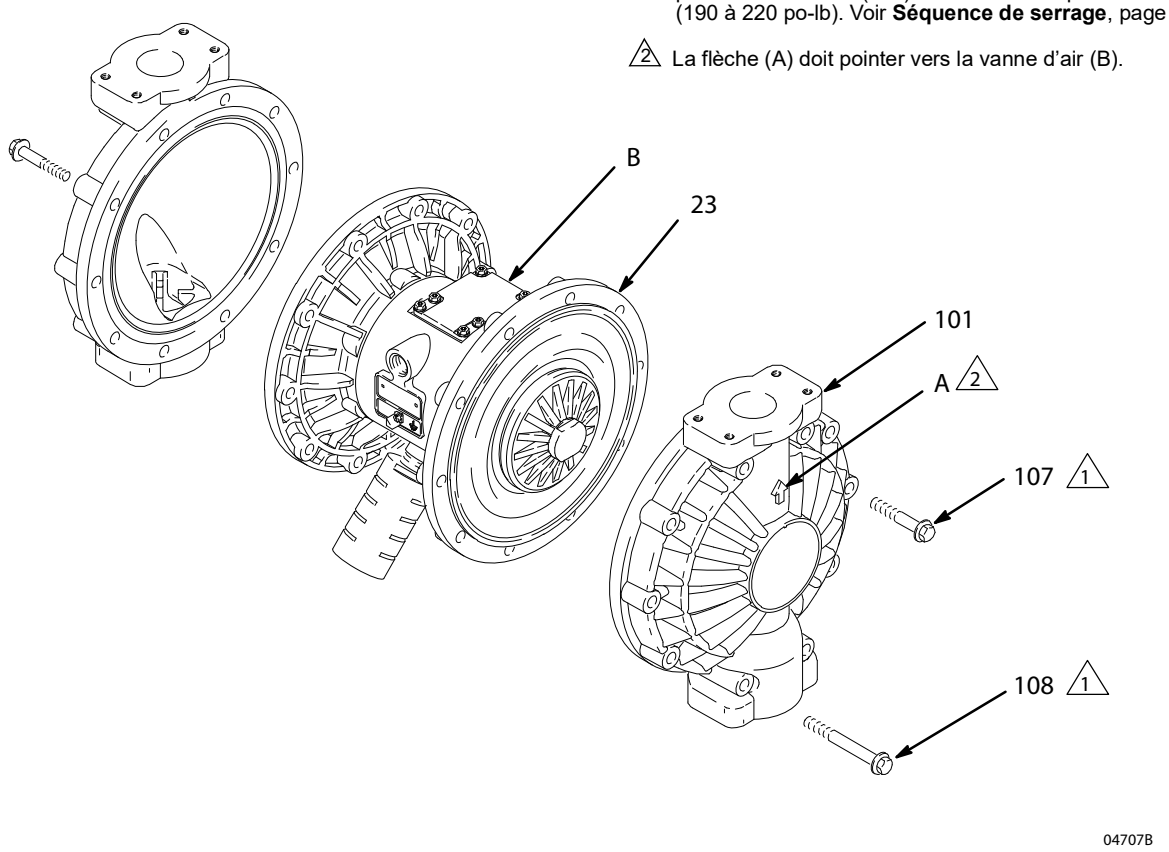

Fig. 12.
3. Avec une clé à douille de 13 mm, déposer les vis (107 et 108) qui attachent les couvercles de produit (101) sur les couvercles d'air (23). Enlever les couvercles de produit (101) de la pompe en tirant dessus. Voir FIG. 12.
4. Enduire le filetage des plaques côté produit (105) de Loctite® moyenne force (bleu) ou d'un produit équivalent. Tenir un des plateaux extérieurs (105) avec une clé et serrer l'autre plateau extérieur à un couple de serrage de 27 à 34 N•m (20 à 25 pi-lb) à maximum 100 trs/min. Ne pas dépasser les couples de serrage prescrits.
5. Aligner les couvercles de produit (101) et le corps central (1), de sorte que les flèches sur les couvercles pointent dans la même direction que la vanne d'air (B). Serrer les vis (107 et 108) des couvercles à la main. Mettre les vis les plus longues (108) dans les trous en haut et en bas des couvercles. Voir FIG. 12.
6. Avec une clé à douille de 13 mm, serrer d'abord les vis les plus longues (108) à l'opposé et de manière uniforme à un couple de 21 à -25 N•m (190 à -220 po-lb). Serrer ensuite les vis plus courtes (107). Voir **Séquence de serrage**, page 31.